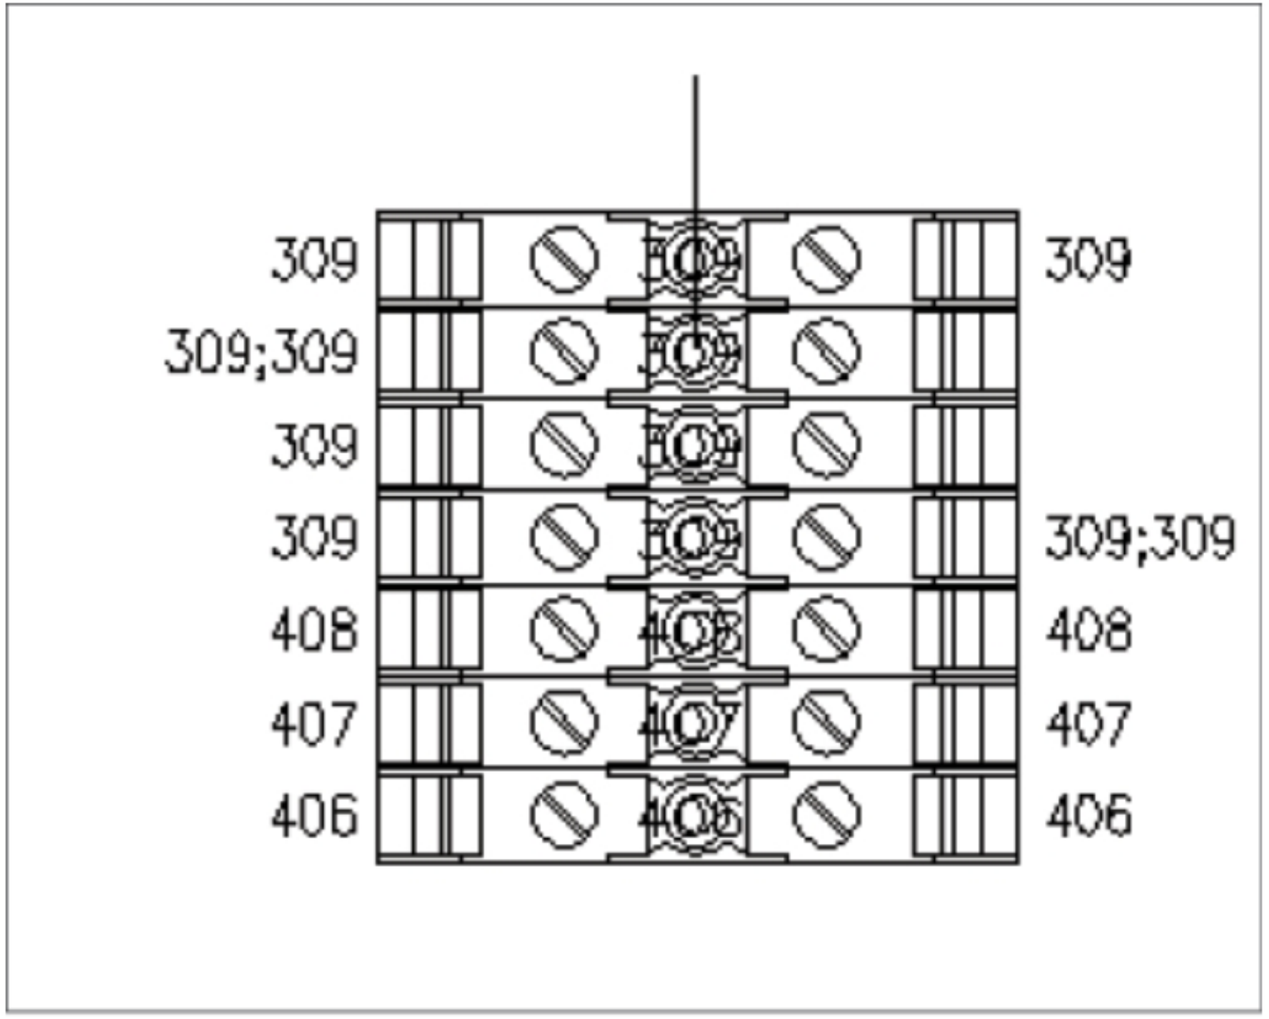

Figure-36. New terminal strip attached to cursor
- Select desired options in the dialog box to modify terminal strip representation and click on the **Update** button to check preview. When you get desired preview of strip, click on the **Insert** button to insert the terminal strip in drawing. The strip will get attached to cursor refer to Figure-36.